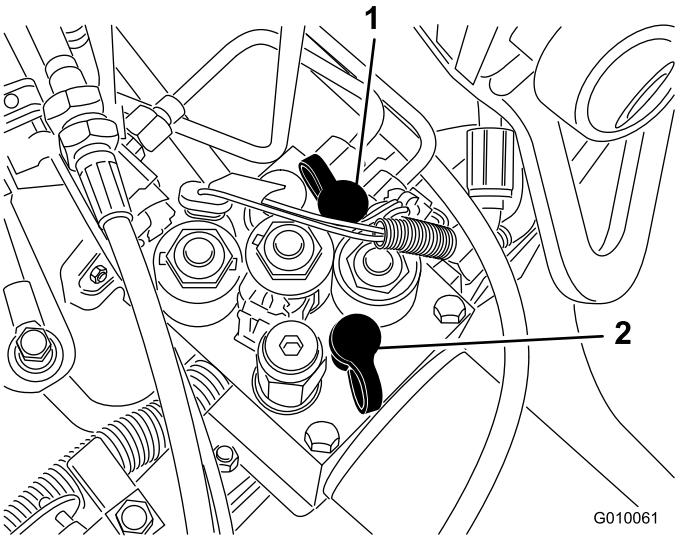

Figur 60
- Kontrollport G 2 (Figur 60) används till felsökning av drivladdningskretsen.
- Kontrollport G 1 (Figur 60) används till felsökning av lyftkretstrycket.